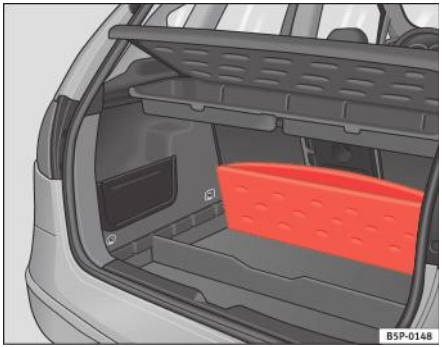

Fig. 104 Copertina retractabilă a portbagajului
– Ridicați podeaua portbagajului şi pliați-o complet ⇒ fig. 104.